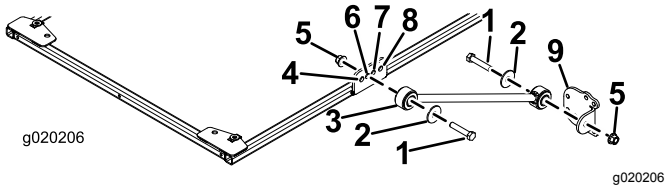

Figur 27
3. Monter en avstiver løst til andre hull i avstiverbraketten på hver side av solskjermrammen med en bolt (1/2 x 2 1/2 tomme), skive (1/2 tomme) og flensmutter (1/2 tomme), som vist i Figur 27.
4. Monter en avstiverbrakett løst til hver avstiver med en bolt (1/2 x 2 1/2 tomme), skive (1/2 tomme) og flensmutter (1/2 tomme), som vist i Figur 27.